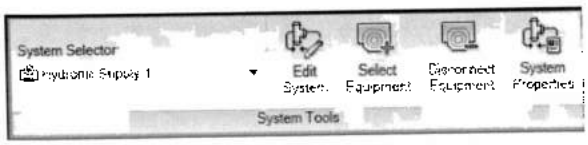

Рис. 40.8. *Лента Piping System управления системами*
2. Выбрать ленту **Piping System** (рис. 40.8). Все компоненты, принадлежащие выбранной системе, отображаются в приглушенном свете. На этой ленте можно подключить/отключить оборудование системы, изменить свойства системы, а также перейти в режим редактирования этой системы.